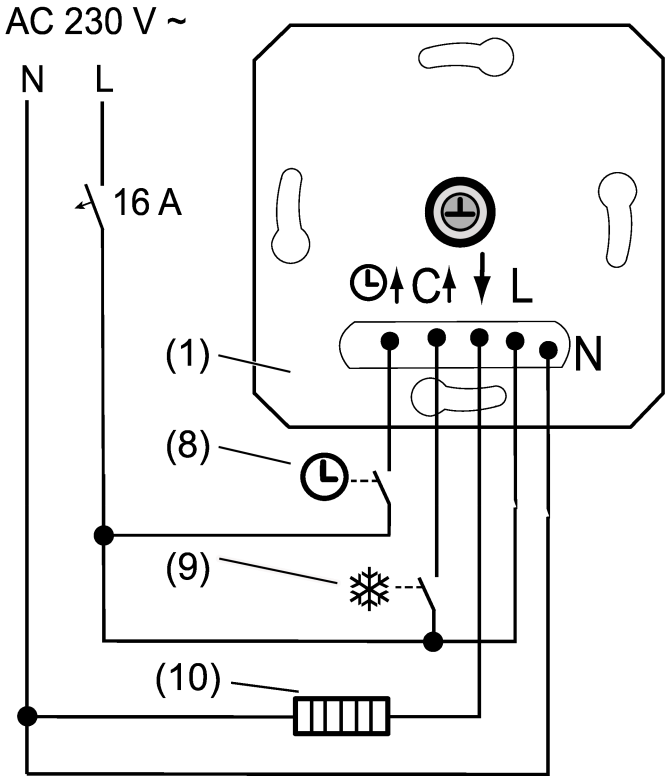

Bild 2: Anslutningsexempel för insatsen
- Anslut den elektriska värmeenheten (10) eller kylenheten till insatsen (1) enligt anslutningsschemat (se bild 2). Beakta ledarareorna (tekniska data)